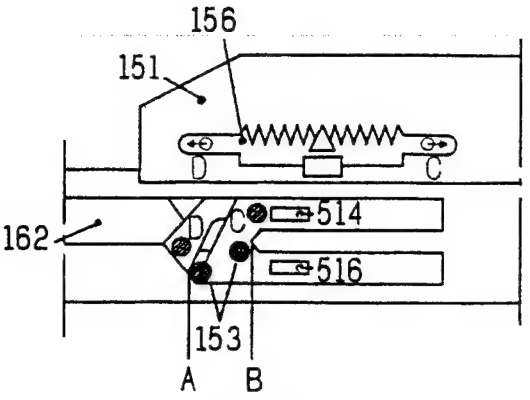

Fig. 19 MDA.00154
7. Antriebsbügel 151 (Bild 19)